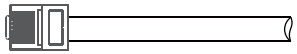

Figure 4.7-3 Remotely close the cable connection
Step 3-2 For Remote Shutdown. Run the cable through the steel plate , Then wire from pins 5 and 6. Table 4.7-1 describes the 6-pin port definition,Wiring is shown in Figure 4.7-3